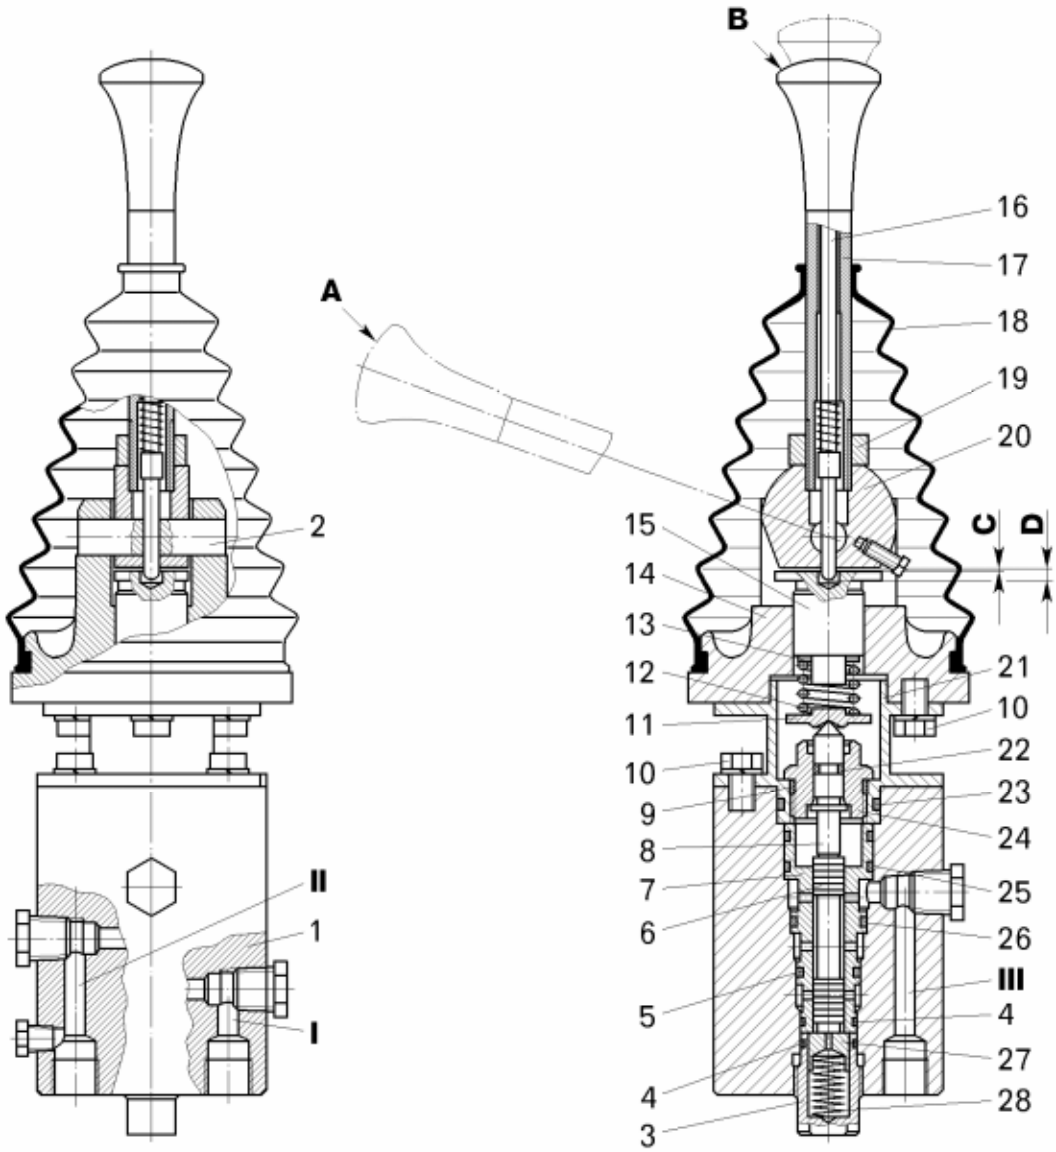

Рисунок 10.8 – Кран управления гидравлической стояночной тормозной системой:
– отвернуть болты 10 (рисунок 10.8) и снять крышку 14 крана в сборе с толкателем 15, осью 2, фиксатором 16, рычагом 17, защитным чехлом 18, кулачком 20 и гайкой 19 со стакана 21;